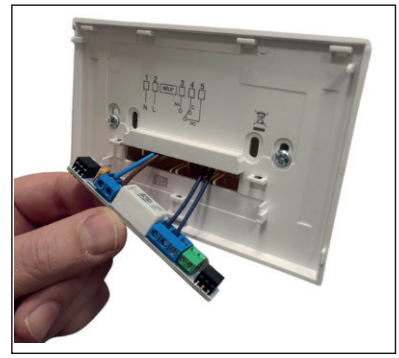

Fig. 4
4. Collegare i cavi di alimentazione e del sistema di riscaldamento/raffrescamento agli appositi terminali presenti sulla scheda relè/alimentazione (Fig.4), rispettando lo schema di collegamento (Fig.5).